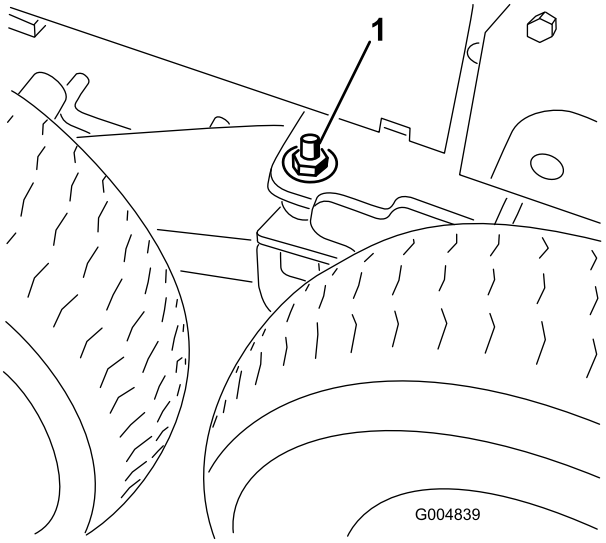

Figur 129
3. Løsn og fjern låsemøtrikken og den flade spændeskive fra bogiedrejeleddets svejsekonstruktion (Figur 129).
7. Monter de flade spændeskiver (1/2 tomme) og låsemøtrikkerne på bogiedrejeleddets tap (Figur 129).